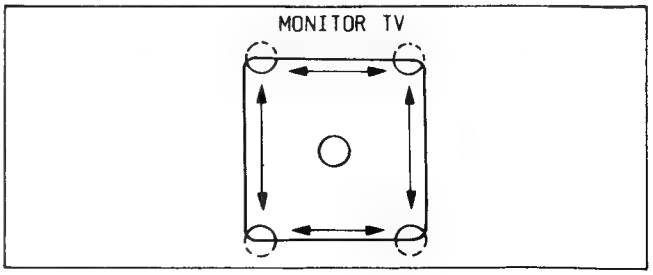

Fig. C7-2
(2) Set the High Speed Shutter SW to "ON" portion.
(3) Connect a jumper wire between TP10 and TP11 to fully open the iris.
(4) Adjust the Blooming Control (VR201) so that the monitored picture does not contain the Blooming.
(5) High Speed Shutter "ON" and "OFF" both mode, confirm that the monitored picture does not contain the Blooming even if the camera moves as shown in Fig. C7-2.